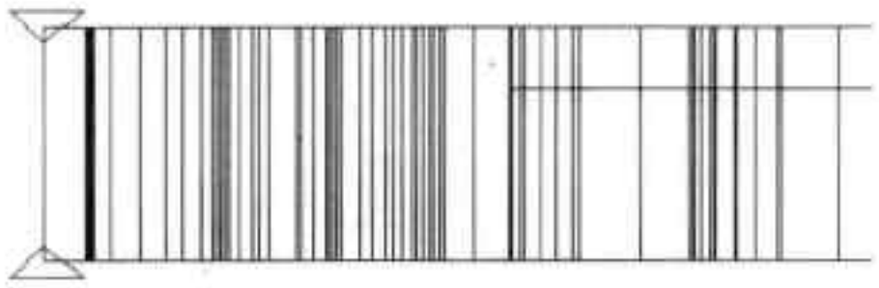

图12-61 镜像三角形
Step24 执行“镜像”命令，对绘制好的三角形进行镜像操作，其结果如图 12-61 所示。